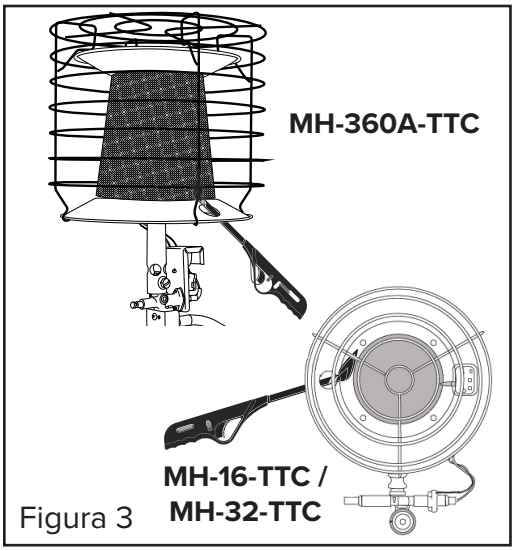

Figura 3
6. Introduzca un cerillo encendido en orificio de encendido del reflector. (Vea la Figura 3 y 4)
7. Oprima el émbolo de la válvula de corte de seguridad cinco (5) segundos.